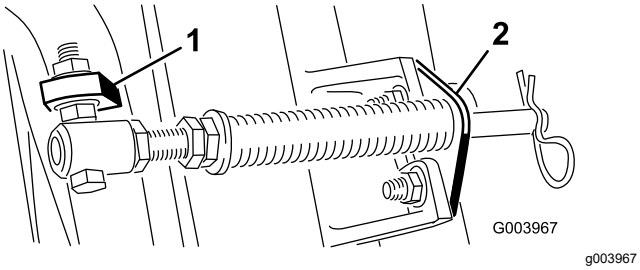

Rysunek 6
Informacja: Ustaw łeb śruby tak, aby był skierowany na zewnątrz zaczepu ramy, jak przedstawia Rysunek 6.
D. Zamontuj wspornik drążka do zaczepu zespołu tnącego za pomocą śrub zamkowych i nakrętek (Rysunek 6).